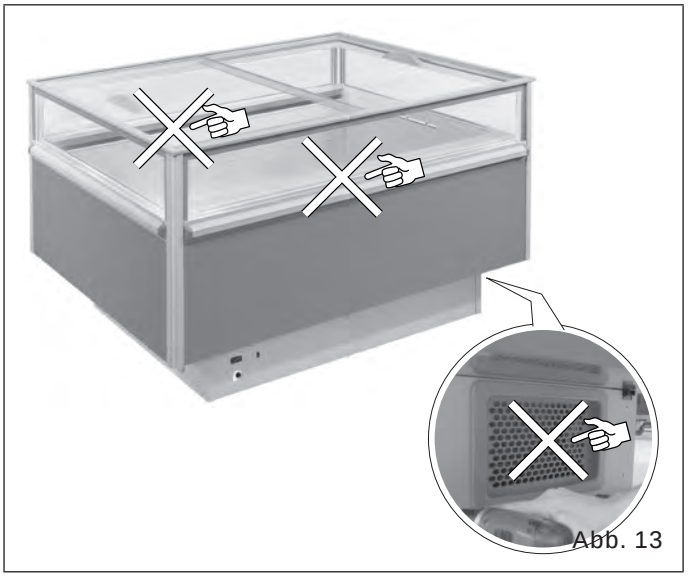

Abb. 13
- Die Waren nicht die Zirkulation der Kaltluft beeinträchtigen ("Abb. 13").